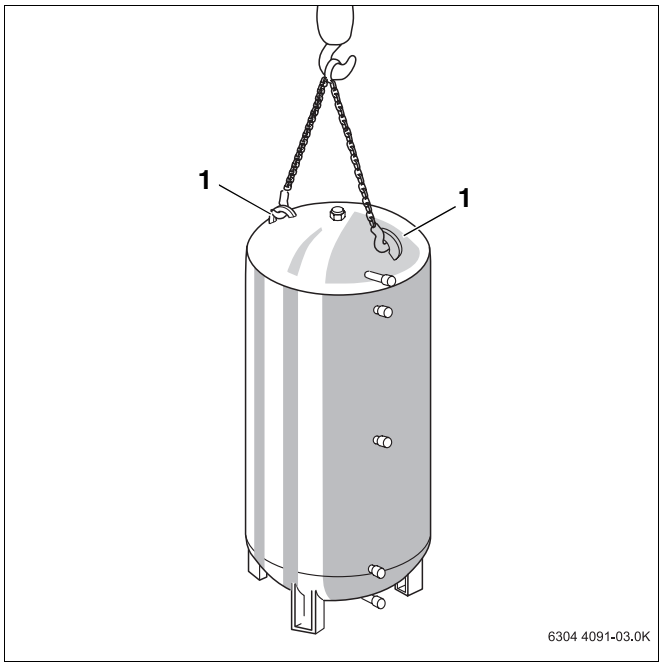

Abb. 3 Pufferspeicher transportieren
- Haken der Transportseile in die beiden Kranösen (Abb. 3, **Pos. 1**) einhängen.